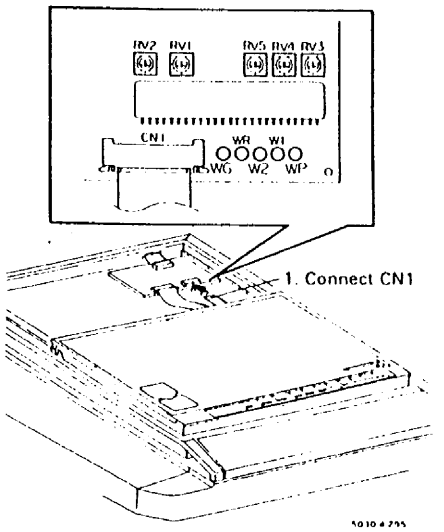

Рис. 2. Установка PWB управления планшетом редактирования
5. (Рис. 2): Подсоединить PWB управления снаружи планшета редактирования.